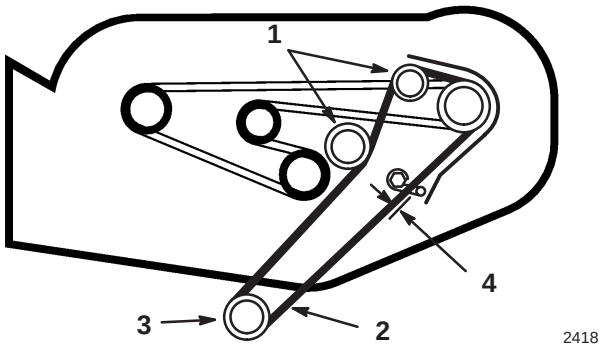

Figure 11
9. Tirer la courroie de transmission et la faire tourner sur la poulie motrice pour la mettre en place (Fig. 11).
10. Régler l'écartement du guide-courroie à 4 mm (1/8") de la courroie (Fig. 11).